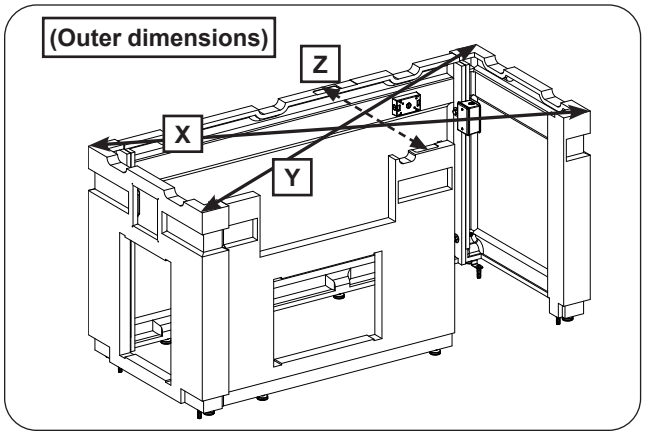

Fig. 9-2 Square unit (then tighten all bolts)
- **a.** Measure the X outer dimension, see Fig. 9-2. It should be approximately 79 ¾".
- **b.** Measure the Y outer dimension, see Fig. 9-2. Carefully adjust the side walls as needed to ensure the X & Y dimensions are equal. (The final dimension may slightly vary from that mentioned in step a.)
- **c.** Measure the Z outer dimension, see Fig. 9-2. It should be approximately 30 ½".